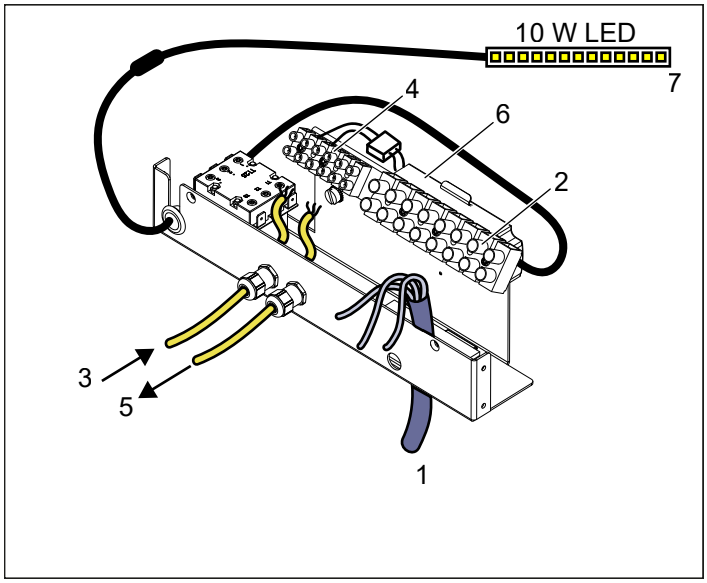

Rysunek 9. Komora układu elektrycznego
3. Podłącz przewód zasilający (patrz rysunek 9) zgodnie ze schematem połączeń (patrz rysunek 16).